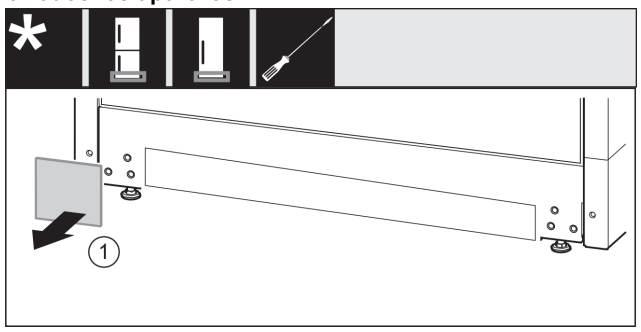

Fig. 16
- ▶ Retire la cubierta *Fig. 16 (1)*.